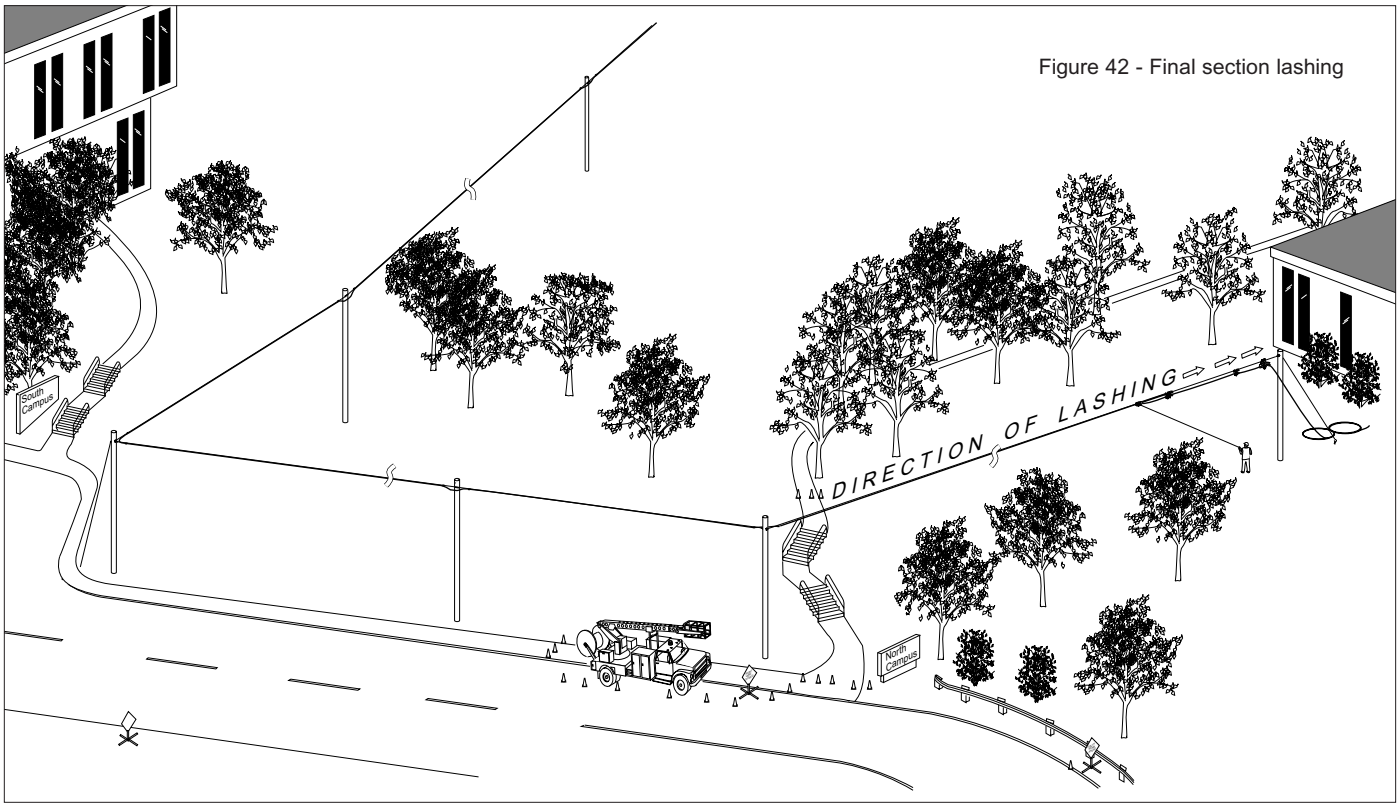

Figure 42 - Final section lashing
8.5 This last section must be lashed form the moving/reel stationary reel transition point towards the free end of the cable (Figure 42).